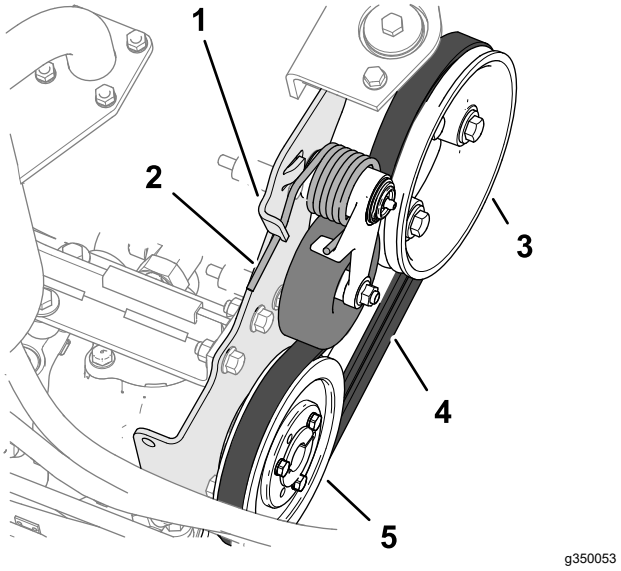

**Figur 81**
2. Tryck änden av fjädern för remspänning ned och ut genom skåran i pumpmonteringsbeslaget. Flytta sedan fjäderns ände framåt (Figur 81).